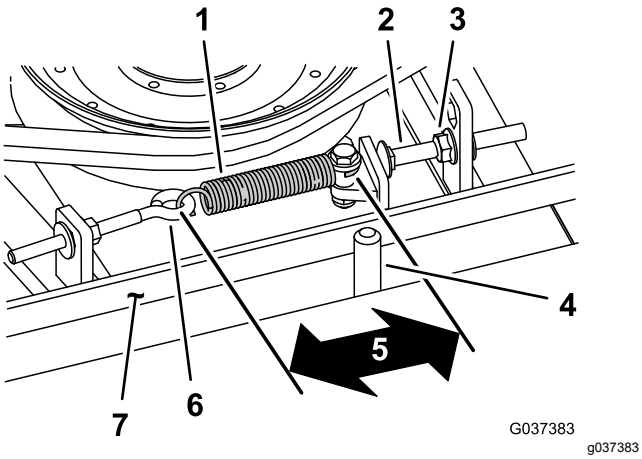

Figur 115
Vid korrekt spänning ska förlängningsfjäderns inre mått (från krok till krok) vara cirka 8,3 till 9,5 cm. När fjäderspänningen är korrekt ska du justera stoppskruven (vagnsskruven) tills det finns ett spel på cirka 2 till 5 mm mellan skruvens huvud och mellandrevsarmen (Figur 115).
Obs: Kontrollera att remmen sitter på fjädersidan av remstyrningen (Figur 115).
2. Lossa öglebulten (Figur 115).
3. Lossa flänsmuttern som håller fast stoppskruven på monteringsfliken och flytta mellanremskivan bort från remmen (Figur 115).
9. Sätt fast förlängningsfjädern (Figur 115) i öglebulten och spänn remmen på följande sätt: